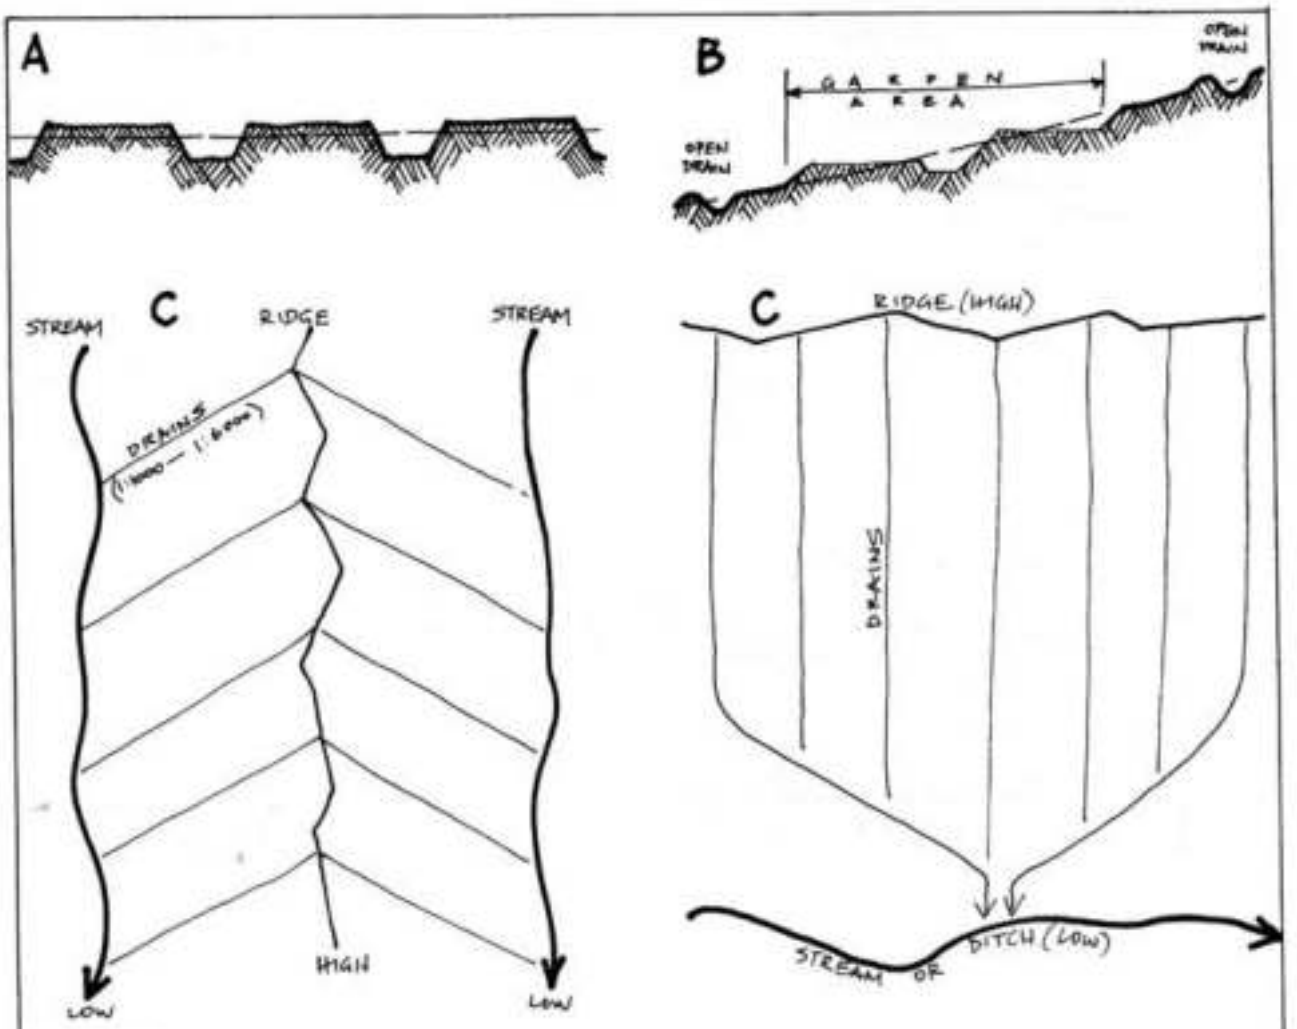

FIGURE 8.10
1. Raised garden beds: paths are dug down for drains, and beds raised; in very wet areas give paths a 1:500 slope to prevent erosion. **Figure 8.10.A**
2. Deep open drains every 10–80 m (clay–sands) upslope and downslope or on either side of garden beds. **Figure 8.10.B**
3. Underground pipes (tile drains; fluted plastic pipes are best) laid in 1.5 m deep trenches and backfilled at 1.5 m (4.5 feet) deep and from 10–80 m (32–262 feet) apart, starting on a drain or stream and with a gentle fall (1:1000–1:600) to the ridge. **Figure 8.10.C**